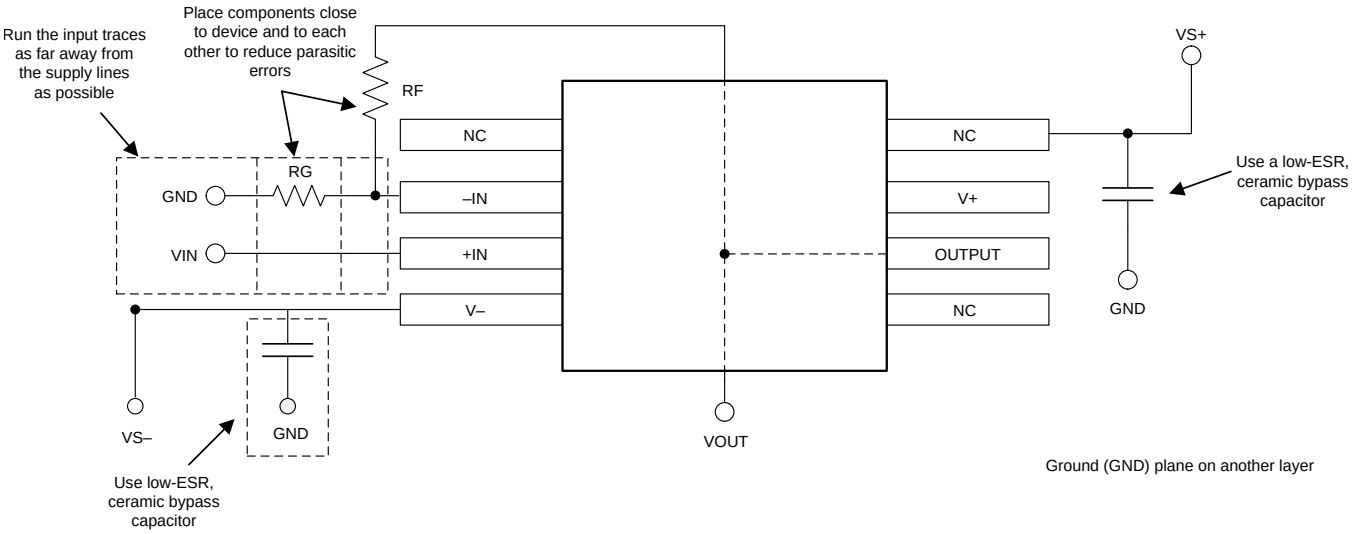

图 51. 布局示例
- 外部组件的位置应尽量靠近器件。如图 51 所示，使 RF 和 RG 靠近反相输入可最大限度减小寄生电容。